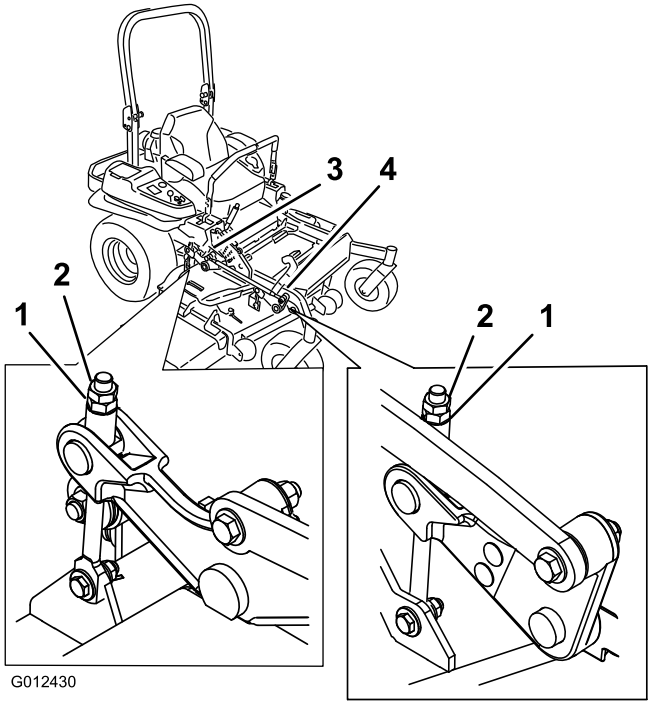

Figur 89
10. Finjustera justermuttern på det främre däckets lyftanordning genom att vrida den (Figur 89).
16. Finjustera justermuttern på det främre däckets lyftanordning genom att vrida den (Figur 89).